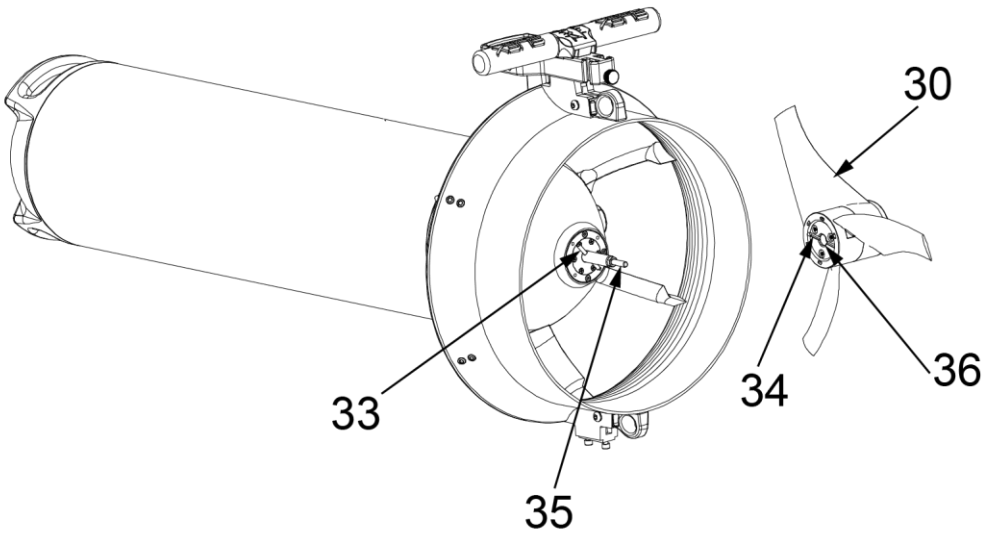

Fig 37 - Inserimento dell'elica
Infilare l'elica (il foro 36 - **Fig 37 - a pag. 42**) nell'albero motore dello Scooter (35), girare l'elica (in senso ORARIO) fino a quando la spina (33) si trova a combaciare con la sede (34) dell'elica. Quando si sentirà uno scatto l'elica smetterà di girare.